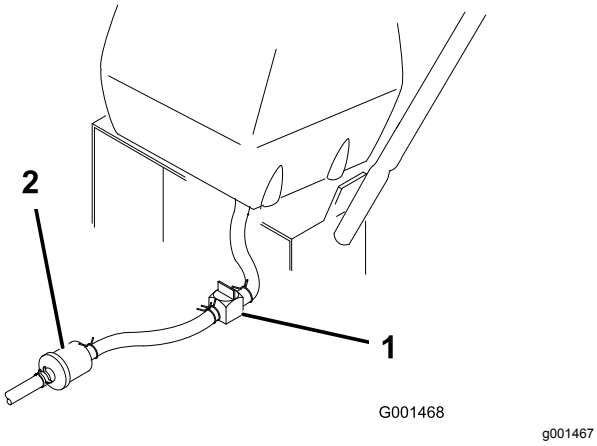

Figur 30
3. Luk brændstofafbryderventilen ved brændstoftanken (Figur 30).
4. Klem slangeklemmens ender sammen, og skyd den op ad brændstofrøret væk fra brændstoffilteret (Figur 30).
5. Træk brændstofrøret af brændstoffilteret (Figur 30). Åbn brændstofafbryderventilen, og lad brændstoffet løbe ud i en brændstofdunk eller dræningsbakke.
7. Åbn brændstofafbryderventilen ved brændstoftanken (Figur 30).